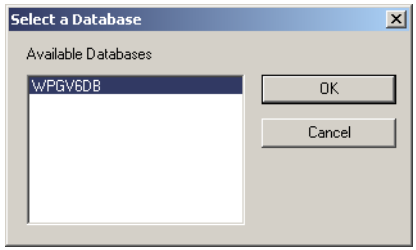

Figure 16-21 Select database for import
4. The Select a Database window opens. Select **WPGV6DB** from the list of available databases and click **OK** (Figure 16-21 on page 555).